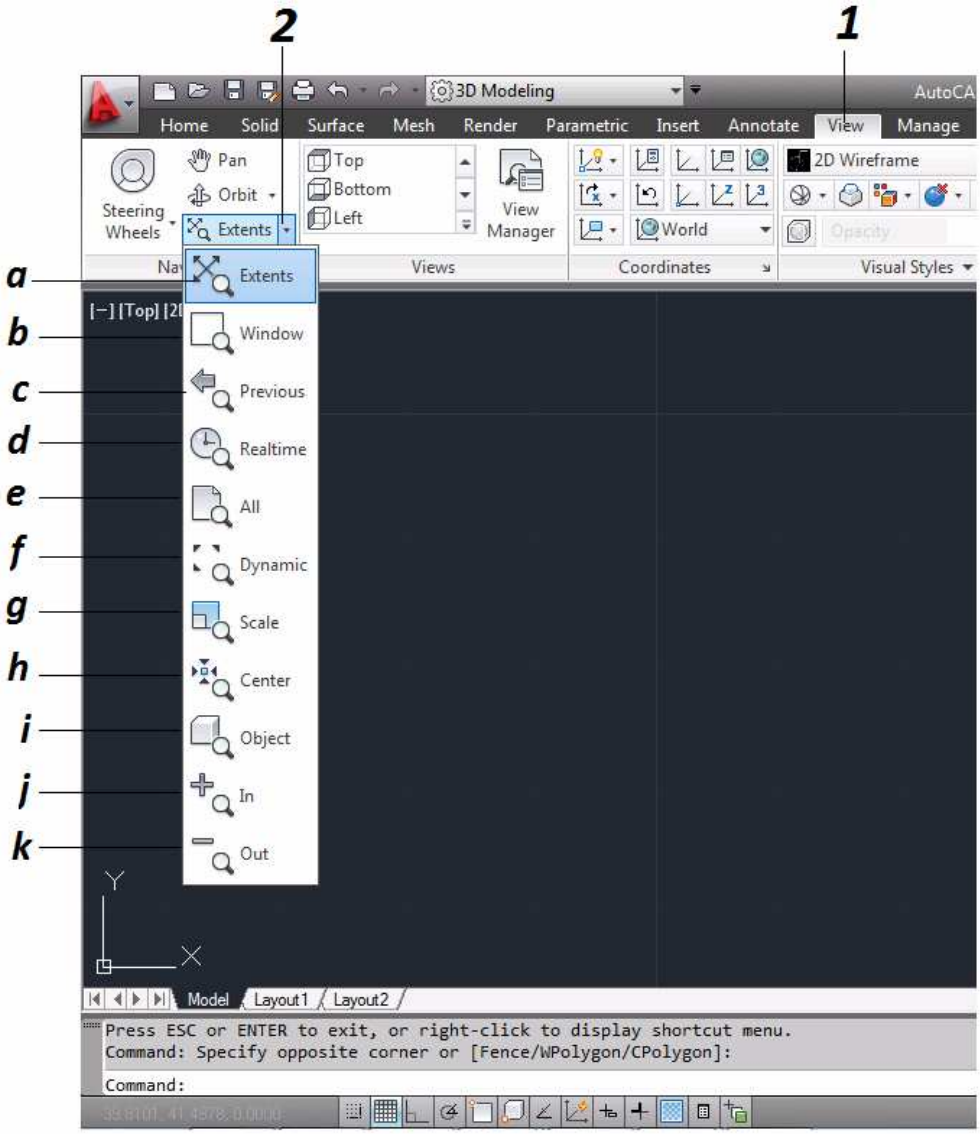

Figura 3.13. Barra Zoom
Contiene lo comandos para visualizar el proyecto, se ingresa el shortcut Z al dar enter aparecerán varias opciones en la barra de comandos, los cuales se eligieran dependiendo de la necesidad. Otra forma es dando clic en la pesteña Ver *[View] (figura 3.13 "1"),* después se da clic sobre la pestaña que dice Extender *[Extent] (figura 3.13 "2"),* el cual se localiza en la Cinta Navegar *[Navigate]*.
a. **Extensión (Extent):** Se escribe **E** y se pulsa enter, para visualizar todo el proyecto *(figura 3.13)*.
b. **Ventana (Window):** Se escribe V (W) y enter; aquí se insertan las coordenadas requeridas, estas se ingresan en diagonal y lo que este dentro de la pantalla será lo que se visualice *(figura 3.13)*.
c. **Anterior (previous):** Se escribe P y enter; se regresa a la vista anterior, esta se puede regresar hasta 8 vistas anteriores *(figura 3.13)*.
d. **Tiempo Real (Real Time):** Se elige directo del menú view, con esta opción las entidades se alejan o se acercan a medida que el puntero se haga hacia arriba (acerca) o hacia abajo (aleja) *(figura 3.13)*.
e. **Todo (All):** se escribe T (A) y enter; se vizualiza todo el proyecto, excepto cuando este es menor a los limites por defecto, AutoCAD indica el área de los limites *(figura 3.13)*.
f. **Dinámico (Dynamic):** Se escribe D y enter, con esta acción se visualiza todo el dibujo, se muestra un recuadro con una X, si se da clic cambia la X por una flecha y se cambiara el tamaño del recuadro, se elige la ventana deseada y enter *(figura 3.13)*.
g. **Escala (Scale):** Se escribe ES (S) y enter; para esta acción aparecen dos opciones, un valor seguido de la letra X que son unidades respecto a la vista actual,, un valor seguido de XP que representa unidades en la vista espacio papel; después se ingresa un valor y enter para terminar el comando *(figura 3.13)*.
h. **Centro (Center):** Se escribe C y enter, aquí el programa pide una coordenada ya sea implícita o explicita, la cual será el centro de la visualización, enseguida se pide un valor que si es mayor se aleja y si es menor se acerca *(figura 3.13)*.
i. **Objeto (Objeto):** Se escribe O y enter, aquí indica que seleccionemos un objeto, se da enter para visualizar lo que se eligió en toda la ventana *(figura 3.13)*.
j. **Acercar (In):** Se encuentra en el menú de View, al dar clic se hace un zoom Acercamiento pero hacia un punto indefinido *(figura 3.13)*.
k. **Alejar (Out):** Se encuentra en el menú de View, al dar clic se hace un zoom Alejado pero hacia un punto indefinido *(figura 3.13)*.